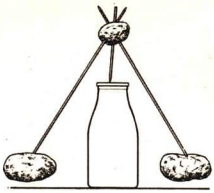

Abb. 92. Körpersystem aus drei Kartoffeln, das auf einer erhöhten Unterlage im Gleichgewicht ruht.
3. Stelle nach Art von Abb. 92 aus drei Kartoffeln und drei dünnen Holzstäben (Wurstspeilen) ein Körpersystem her, das auf einer erhöhten Unterlage im Gleichgewicht ruht! Wo liegt der Schwerpunkt? Ersinne ähnliche Zusammenstellungen und probiere sie aus!